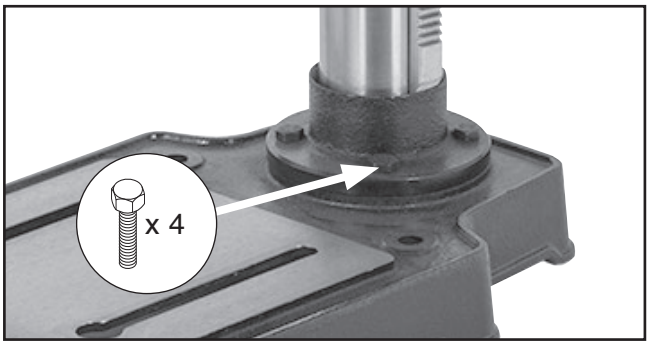

**Figure 9.** Column attached to base.
1. Attach column to base using (4) M8-1.25 x 20 hex bolts (see **Figure 9**).